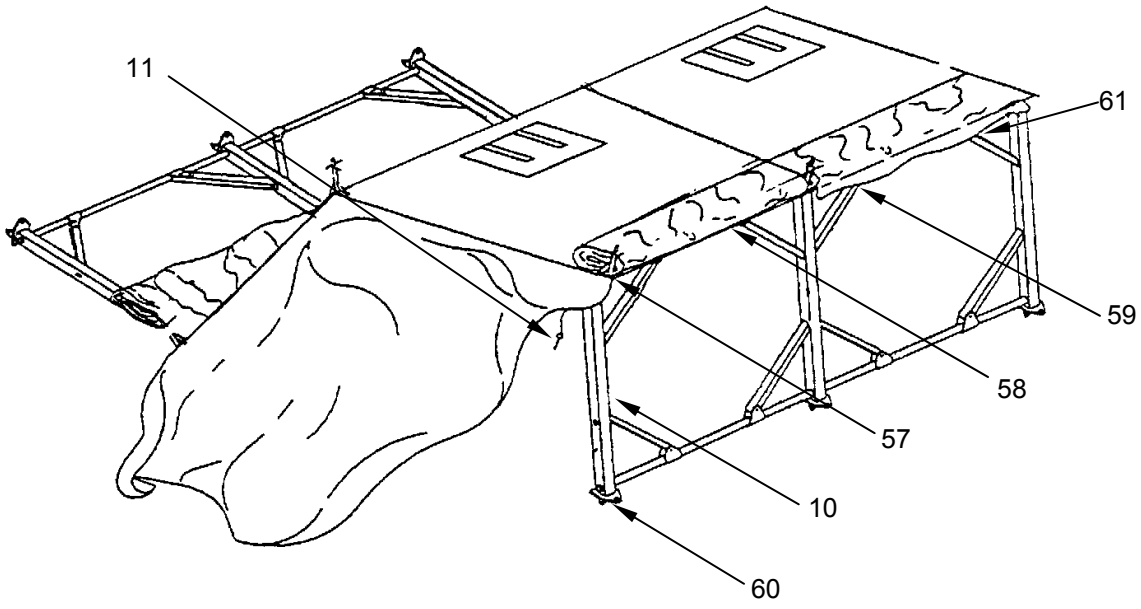

Figure 35. Fully Erecting the Frame.
4. Step in next to the eave gusset **(Figure 35, Item 57)**.
5. Place one hand on the side arch assembly **(Figure 35, Item 10)** and one hand on the eave purlin **(Figure 35, Item 58)** outside the diagonal brace **(Figure 35, Item 59)**.
7. Lift frame straight up to shoulder height, dragging side arch assembly **(Figure 35, Item 10)** inward.
8. Place weight of the frame on side arch assembly foot **(Figure 35, Item 60)**.
9. Align holes of eave gusset **(Figure 35, Item 57)** and side arch assembly **(Figure 35, Item 10)** and install quick release pin **(Figure 35, Item 11)**. Identify purlin flap **(Figure 35, Item 61)** on interior of window/roof section.
10. Secure purlin flap **(Figure 35, Item 61)** to frame at eave purlin **(Figure 35, Item 58)** using hook and pile fasteners.